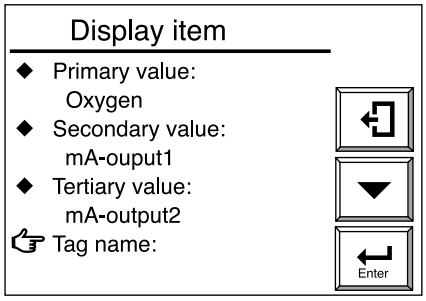

Figura 10.6 Display “Display Item”
(1) Premere il tasto Configurazione nel display base per visualizzare il display Esecuzione/ Configurazione. Selezionare quindi Maintenance nel display Esecuzione/Configurazione.
(2) Nel display Maintenance selezionare quindi Display setup.
(3) Nel display Display setup selezionare Display item. Viene visualizzato il display illustrato nella figura 10.6.
(4) Nel display Display item selezionare Tag name. Viene visualizzato quindi il display di immissione di dati/testo.
(5) Immettere il nome dello strumento composto da un massimo di 12 caratteri alfanumerici.